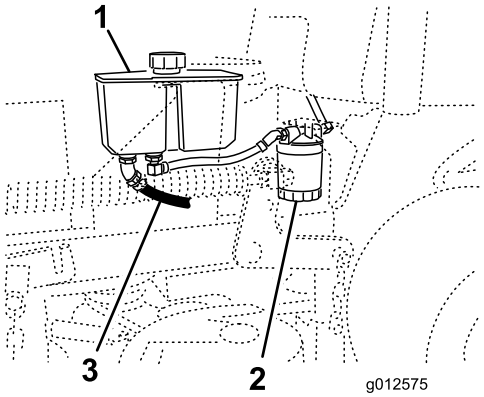

Bild 73
4. Stellen Sie eine Auffangwanne am vorderen Hydraulikschlauch unter den Hydraulikbehälter (Bild 73).